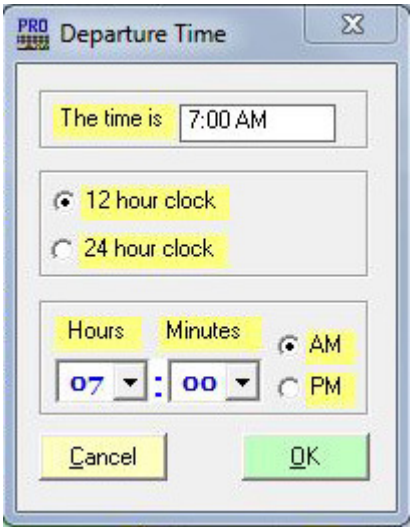

Figure 5-25
13. Check the "Departure at" line. The first part should show "7:00 AM" If the time shown is incorrect, click on the data field and a window like the one in Figures 5-25 will appear.